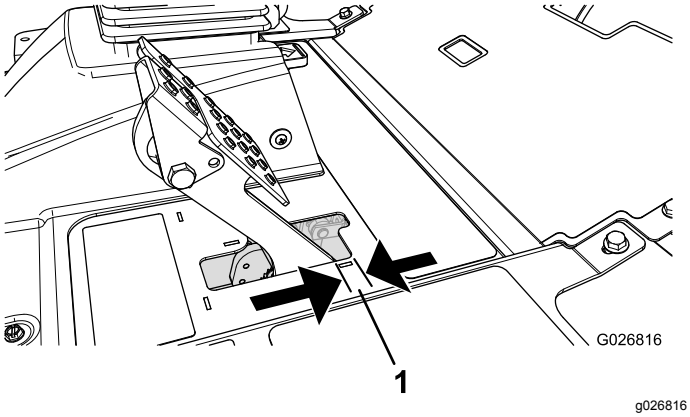

Figur 94
Juster bremserne, hvis bremsepedalen har mere end 2,5 cm fri vandring, eller hvis mere fastholdelseskraft er påkrævet (Figur 94). Fri vandring angiver den afstand, som bremsepedalen kan flyttes, før du mærker bremsemodstand.
2. Tilspænd den bageste møtrik for at flytte kablet bagud, indtil bremsepedalerne har 0,63 til 1,27 cm fri vandring, før hjulene låses (Figur 94).